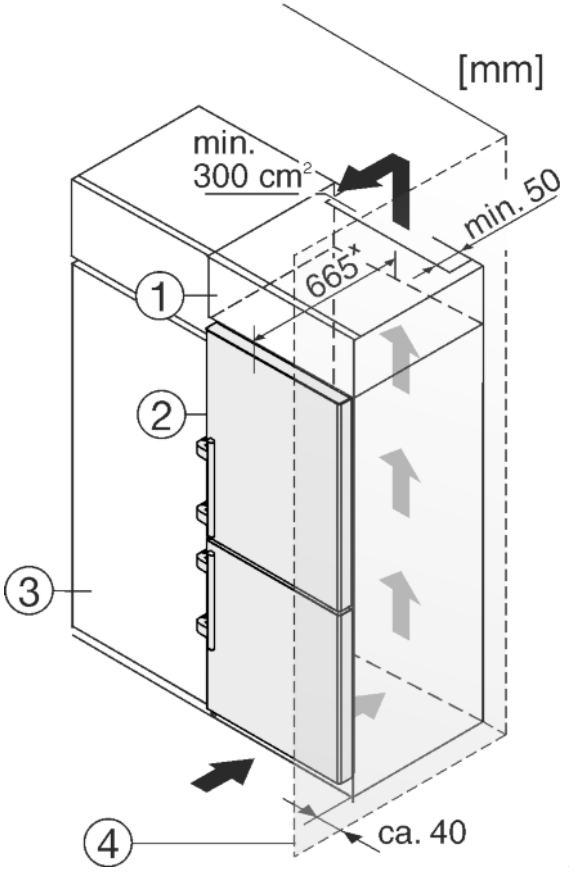

Fig. 26
The appliance can be inserted into a row of kitchen units. To match the appliance *Fig. 26 (2)* to the height of the row of units, a suitable stack cabinet *Fig. 26 (1)* can be fitted above the appliance.
When retrofitting with kitchen cabinets the appliance can be installed directly next to the cabinet *Fig. 26 (3)*. So that the doors can be opened fully the appliance must be stick out at least 65 mmx from the front of the cabinet. The appliance may protrude further depending on the depth of the kitchen cabinets and if wall spacers are used.
If the appliance is installed with the hinges next to a wall *Fig. 26 (4)*, the distance between appliance and wall has to be at least 40 mm. This corresponds to the projection of the handle when the door is open.